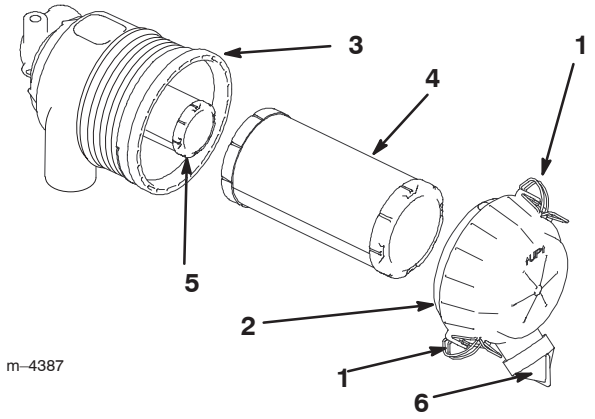

Figure 18
2. Release the latches on the air cleaner and pull the air cleaner cover off of the air cleaner body (Fig. 18).
6. Gently slide the primary filter out of the air cleaner body and discard it (Fig. 18). Avoid knocking the filter into the side of the body.
7. If you are also replacing the safety filter, gently slide it out of the air cleaner body and discard it (Fig. 18). Avoid knocking the filter into the side of the body.
2. If the safety filter is being replaced, carefully slide it into the filter body (Fig. 18). Ensure that it is fully seated by pushing on the outer rim of the filter while installing it.
3. Carefully slide the primary filter over the safety filter (Fig. 18). Ensure that it is fully seated by pushing on the outer rim of the filter while installing it.
4. Install the air cleaner cover with the rubber outlet pointing down in a 5:00 to 7:00 orientation (viewed from the end) (Fig. 18) and secure it with the latches.